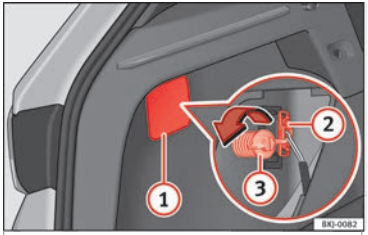
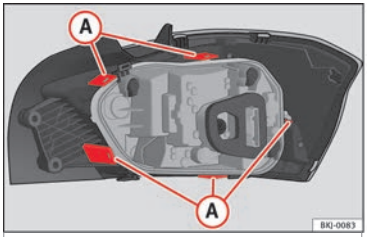

Fig. 100 Luggage compartment: access to the bolt securing the tail light unit.
Fig. 101 Retaining tabs on reverse side of tail light.
3. Remove the lid, levering it with the flat side of a screwdriver into the recess ››› Fig. 100 (1).
4. Remove the bulb connector (2).
5. Unscrew the light securing bolt by hand or using a screwdriver (3).
7. Remove the bulb holder unlocking the retaining tabs ››› Fig. 101 (A).